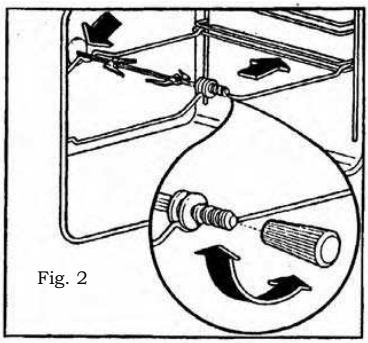

Fig. 2
Como usar o espeto rotativo (quando previsto) - Fig. 2
F) Terminada a cozedura, aparafuse a pega do espeto e retire-o do forno (fig. 2).